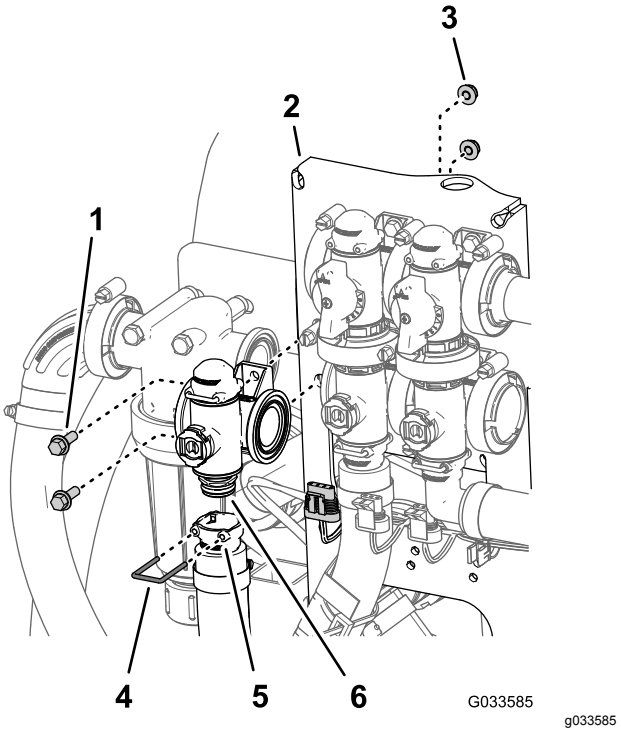

Figur 111
2. Afmonter den holder, der fastgør udgangsfittingen til hastighedsreguleringsventilens manifoldkobling (Figur 111).
3. Afmonter de 2 flangehovedbolte (¼" x ¾") og 2 flangelåsemøtrikker (¼"), der fastgør hastighedsreguleringsventilen til ventilbeslaget, og afmonter ventilmanifolden fra maskinen (Figur 111).